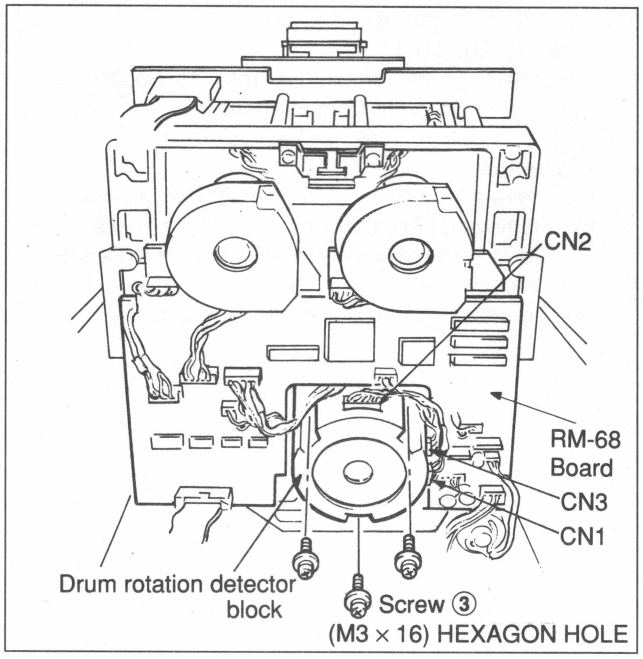
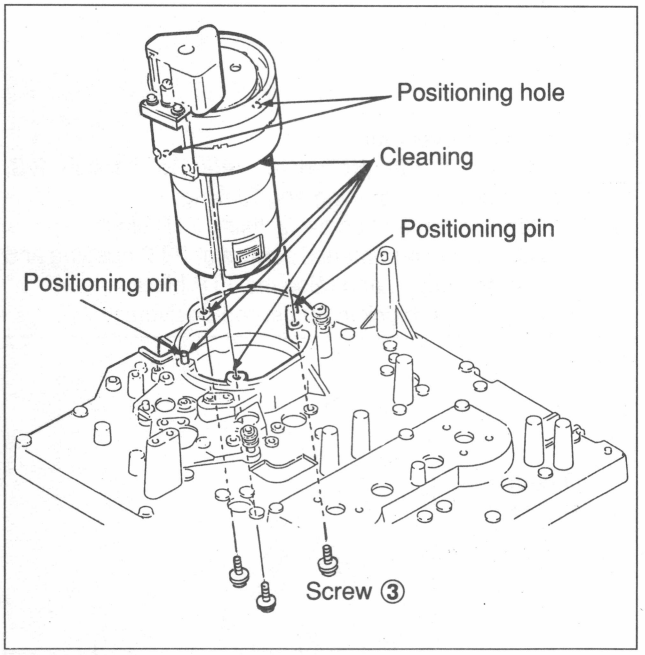

Fig. 7-3-6 Drum Ass'y Replacement
Fig. 7-3-7 Drum Assembly
(1) Disconnect connectors CN1 (4 pin), CN2 (8 pin), and CN3 (6 pin) connected to the drum rotation detector block. (Fig. 7-3-6)
(2) Remove three of screw ③ and drum ass'y.
(3) Clean each installing surface of a drum ass'y and TTP ass'y to be replaced with a cleaning piece moistened with cleaning fluid. (Fig. 7-3-7)
(4) Place the two positioning holes of the drum ass'y firmly on the positioning pins of the TTP ass'y. (Fig. 7-3-7)